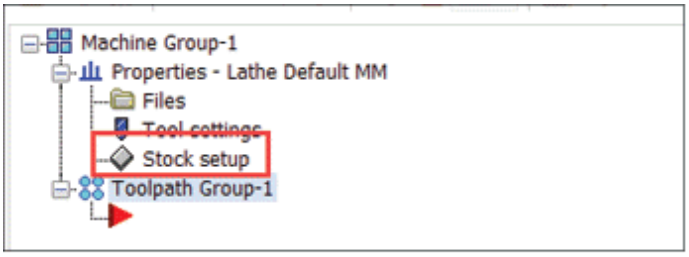
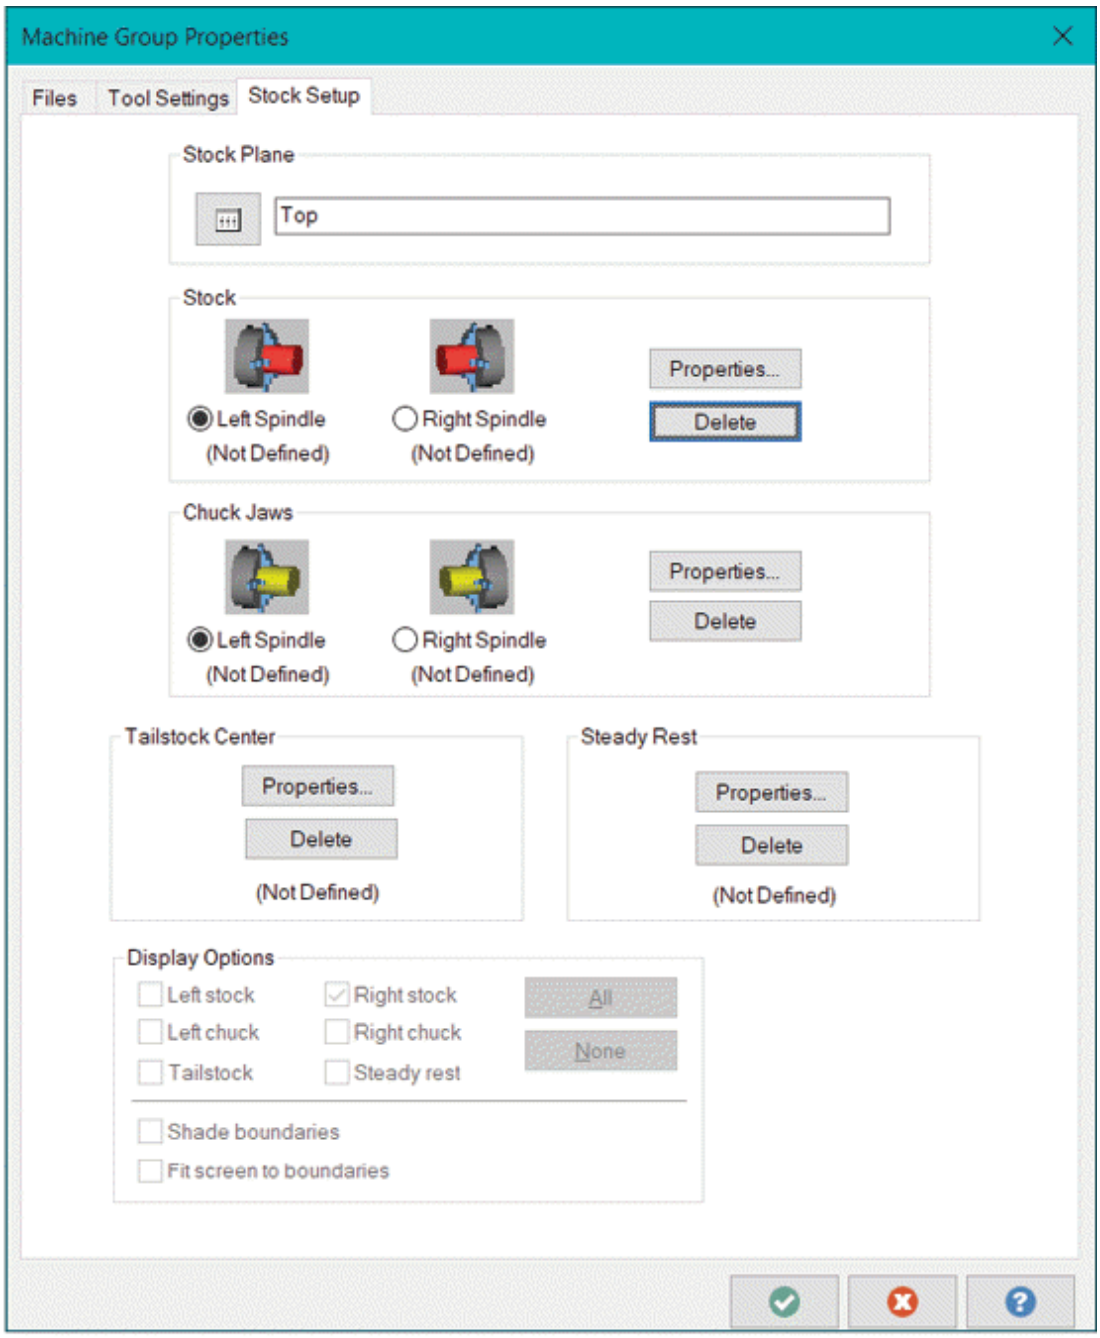

Figure-112. Stock setup option
Figure-113. Machine Group Properties dialog box
- Click on the **Stock Setup** option from the **Properties** node in the **Toolpath Manager**; refer to Figure-112. The **Machine Group Properties** dialog box will be displayed; refer to Figure-113.